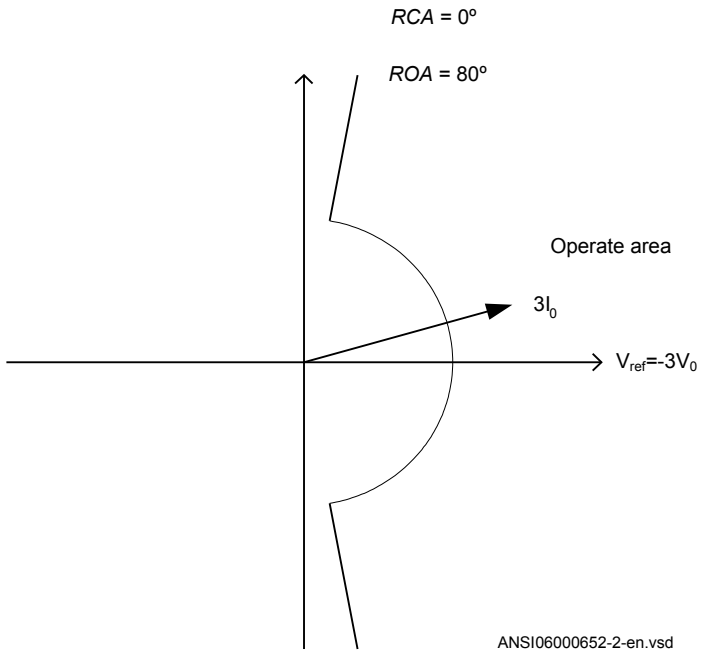

Figure 46: Example characteristic
4. Compare the result with the set values, refer to figure 46 for example characteristic.